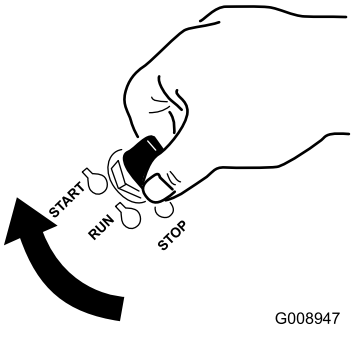

Figur 23
6. Vri tenningsnøkkelen til stillingen START (Figur 23).